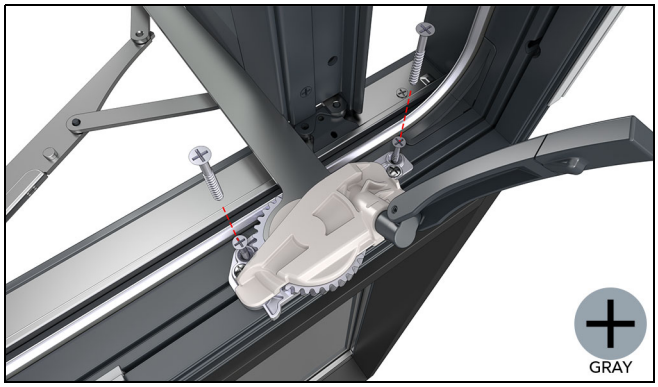

Figure 75
1. In some cases where the horizontal mull pin is not already fastened to the bottom of the window, you will need to attach the mull pin and then fasten through the hardware base with the 1 3/8" (35) screws found in the bag marked with the grey dot. Pre-drill with a 1/8" (3) drill bit. See Figure 75.